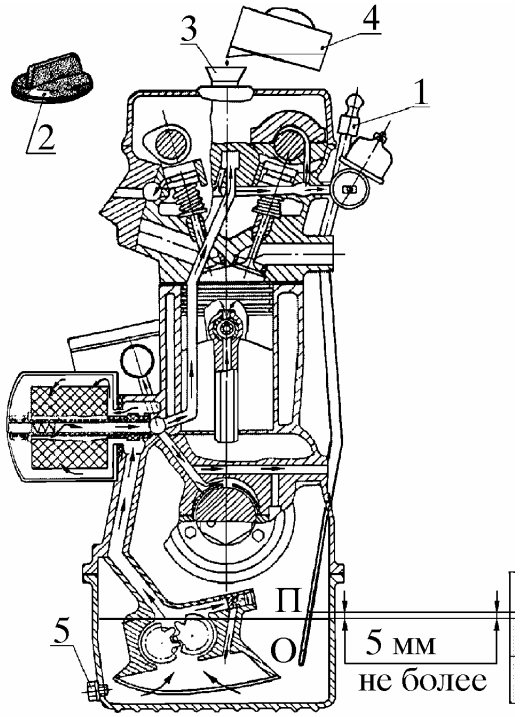

Рис. 44. Заливка масла в двигатель:
5.20. **Залить масло в двигатель,** сняв крышку 2 (рис. 44).